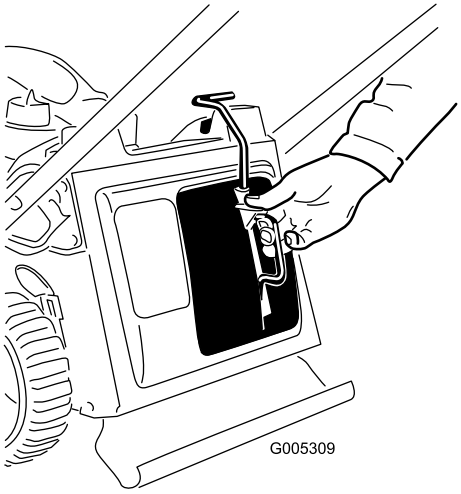

Figur 32
3. Sätt i mullningspluggen (Figur 32).